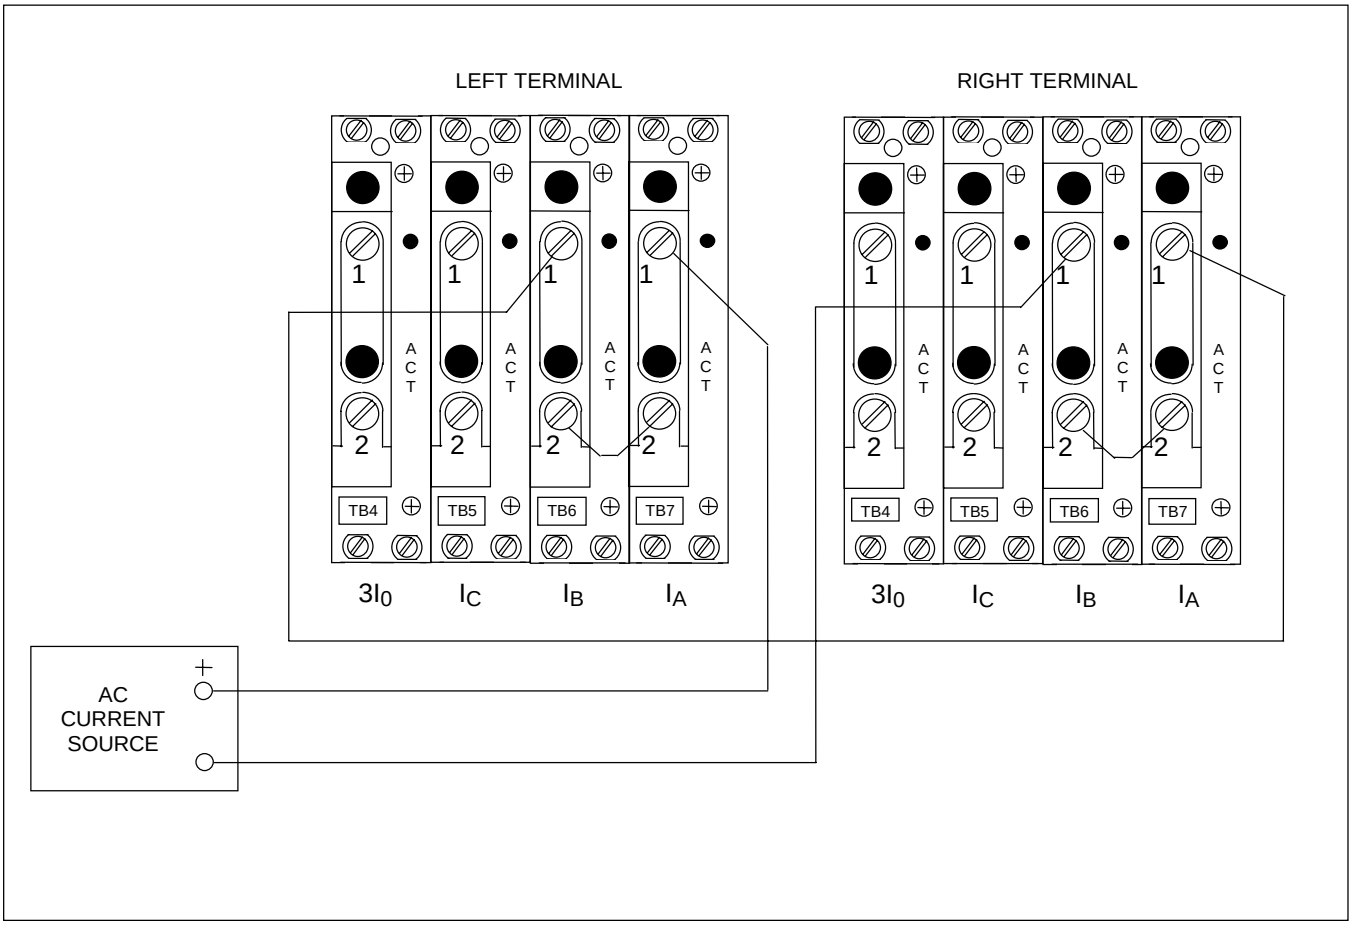

Figura 7-8. Conexion de prueba que simulan un fallo interno de A-B
1. Conecte el circuito de prueba como se muestra en la Figura 7-8.